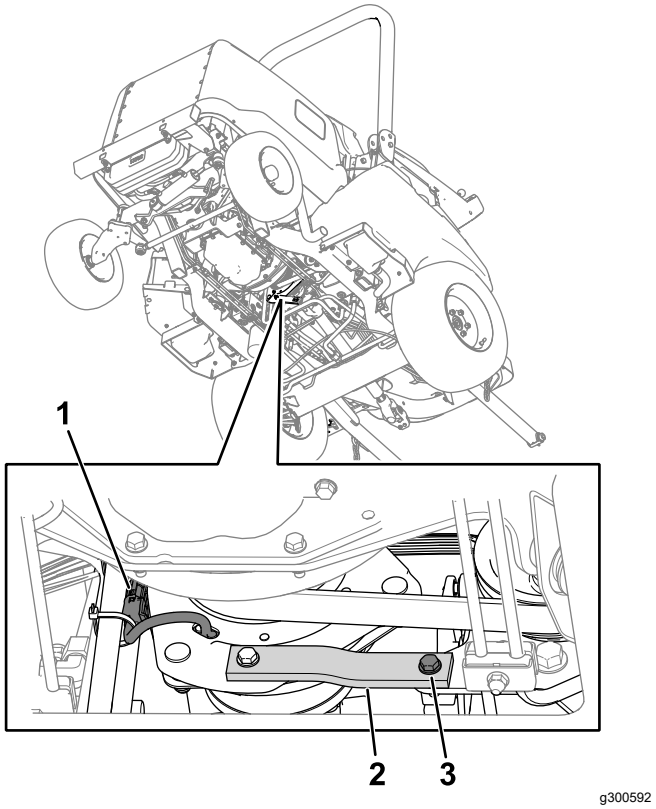

Figuur 79
2. Koppel de connector van de kabelboom van de koppeling los van de machinekabelboom (Figuur 79).
3. Verwijder de bout, ring en moer van de metalen en rubberen banden (Figuur 79) op het frame.